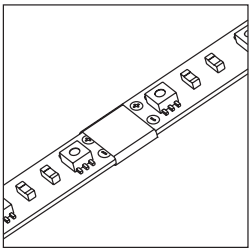

Рисунок 3
3.5 Чтобы обеспечить высокое качество электрических соединений в случае присоединения проводов к ленте при помощи пайки, необходимо обладать базовыми навыками пайки и знанием требований безопасности или поручить пайку профессионалам. Соединение ленты производится с соблюдением полярности. Температура паяльника не должна превышать 260 °С, время пайки не более 10 секунд. Место пайки рекомендуется дополнительно изолировать, надев на него термоусадочную трубку длиной 20 мм и диаметром 7 мм (рисунок 3).